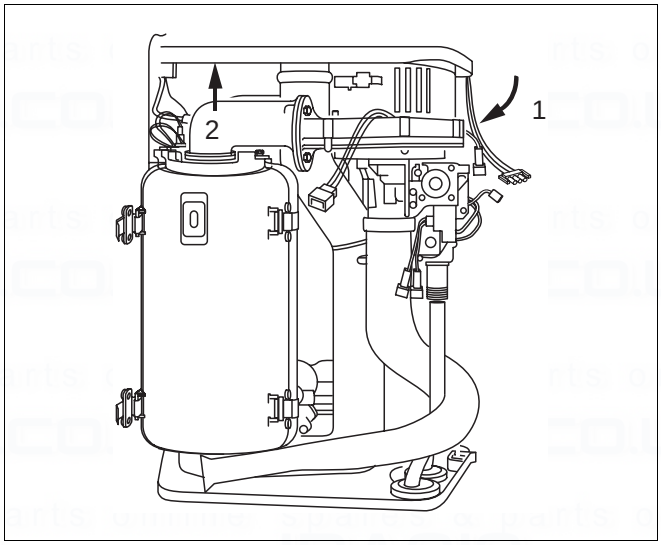

Fig. 57 Replacing the fan on the 600 Series: Remove the gas connection unit
- Swivel the "CombiVENT" gas combination unit forward (fig. 57, item 1)
- Remove the "CombiVENT" gas combination unit from its bayonet connector and pull upwards to detach (fig. 57, item 2).